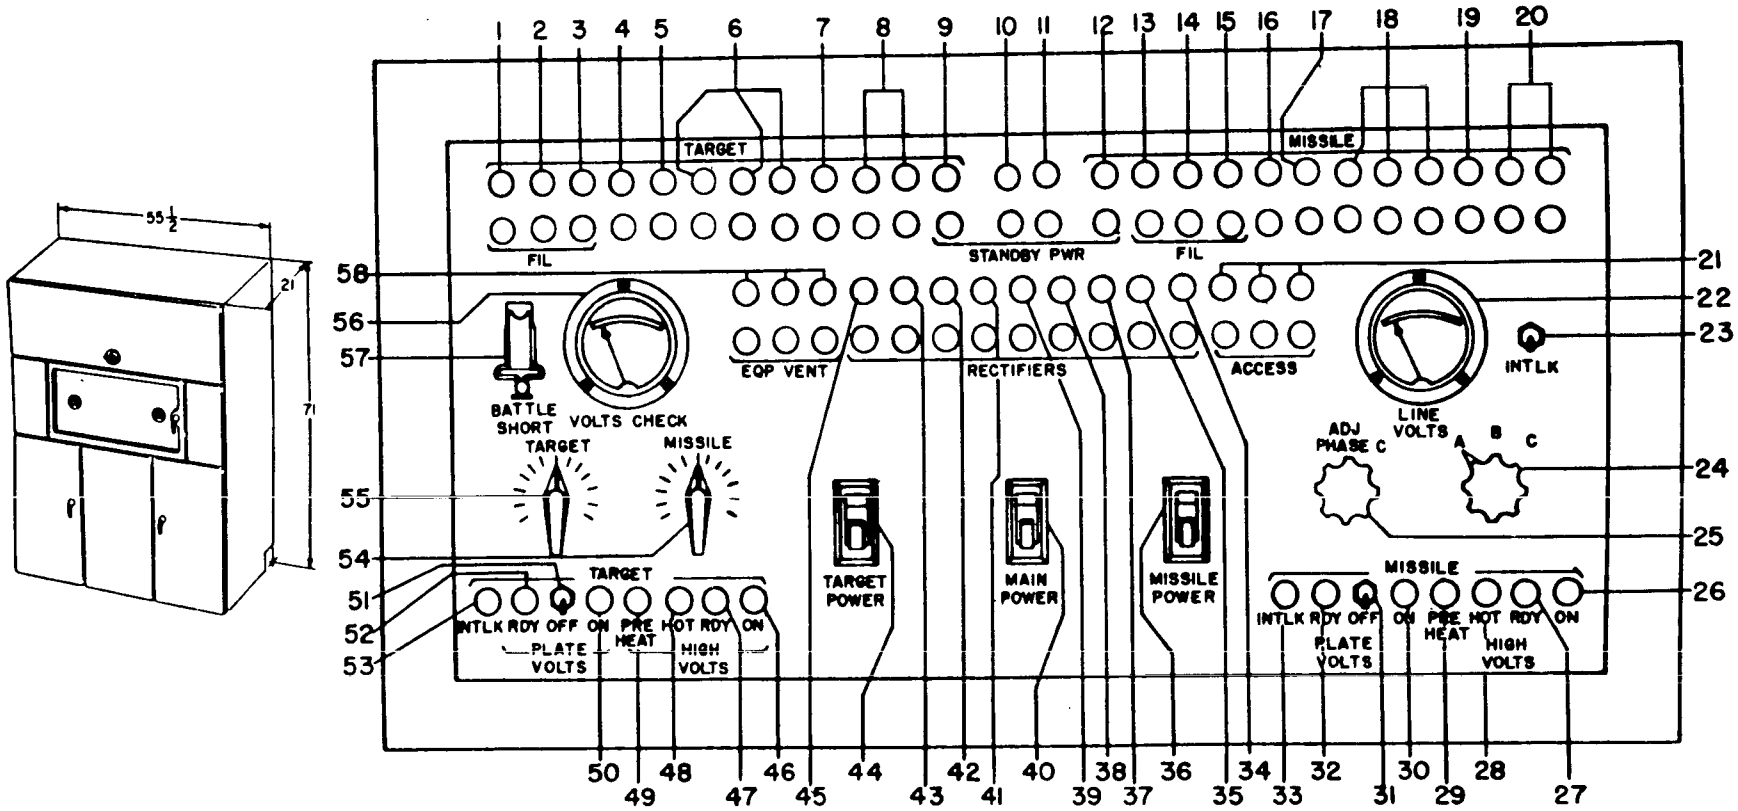

*Figure 35. Re[illegible]er cabinet assembly.*
*d. Radar Power Cabinet Assembly.* This assembly is mounted on the center of the curbside wall of the trailer. It contains power supplies, the radar power control panel, and time delay components necessary for the operation of the traget-tracking and missile-tracking radars. Figure 35 shows the radar power cabinet assembly and the radar power control panel. Table XXX shows the controls and indicators on the radar power control panel.